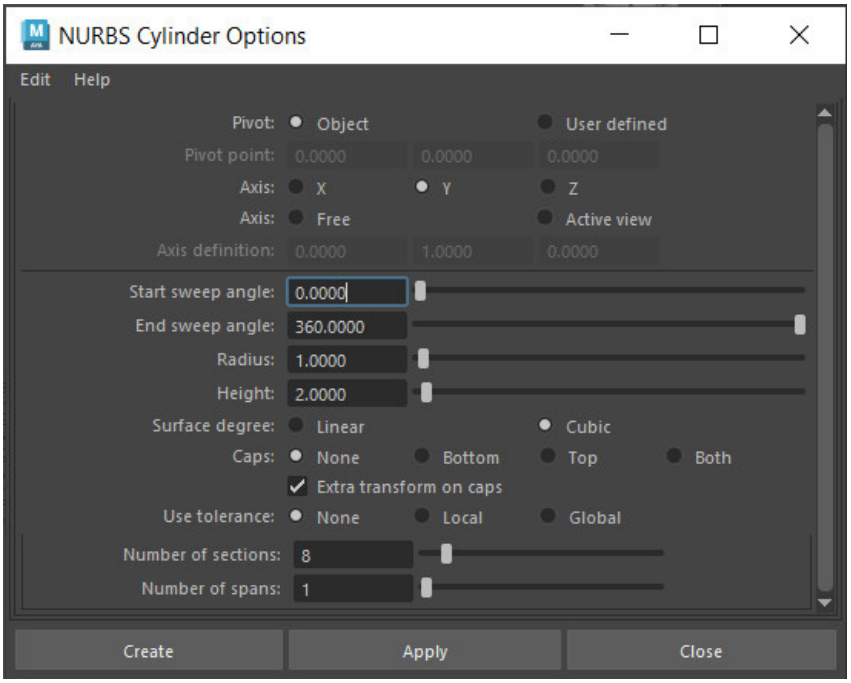

Figure 4-37 *The* ***NURBS Cylinder Options*** *window*
1. Maximize the top-Y viewport and then choose **Create > Objects > NURBS Primitives > Cylinder > Option Box** from the menubar; the **NURBS Cylinder Option** window is displayed on the viewport. Set the values of the parameters, as shown in Figure 4-37.